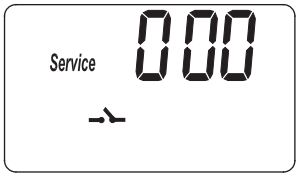
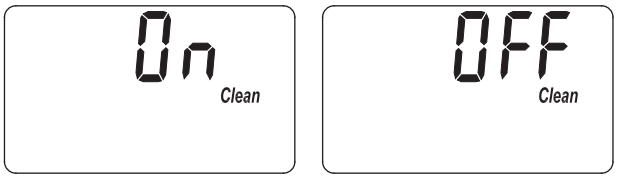
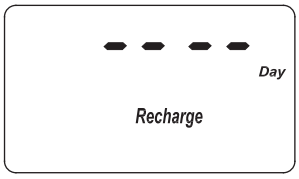
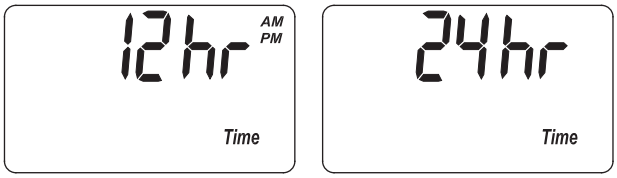

FIG. 28
FIG. 29
FIG. 31
FIG. 32
1. Appuyez sur le bouton PROGRAM (programmer) et maintenez-le enfoncé jusqu'à ce que l'écran de la figure 28 s'affiche. Une fois l'écran affiché, appuyez deux fois sur le bouton PROGRAM (programmer) et l'un des deux écrans de la figure 29 s'affichera.
1. Appuyez sur le bouton PROGRAM (programmer) et maintenez-le jusqu'à ce que l'écran de la figure 28 s'affiche. Une fois l'écran affiché, appuyez trois fois sur le bouton PROGRAM (programmer) et l'écran de la figure 30 s'affichera.
1. Appuyez sur le bouton PROGRAM (programmer) et maintenez-le enfoncé jusqu'à ce que l'écran de la figure 28 s'affiche. Une fois l'écran affiché, appuyez quatre fois sur le bouton PROGRAM (programmer) et l'écran de la figure 31 s'affichera.
1. Appuyez sur le bouton PROGRAM (programmer) et maintenez-le enfoncé jusqu'à ce que l'écran de la figure 28 s'affiche. Une fois l'écran affiché, appuyez cinq fois sur le bouton PROGRAM (programmer) et l'un des deux écrans de la figure 32 s'affichera.